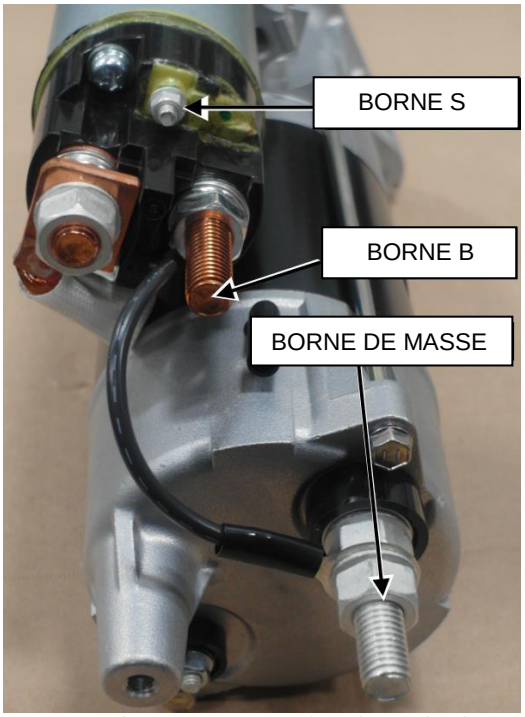
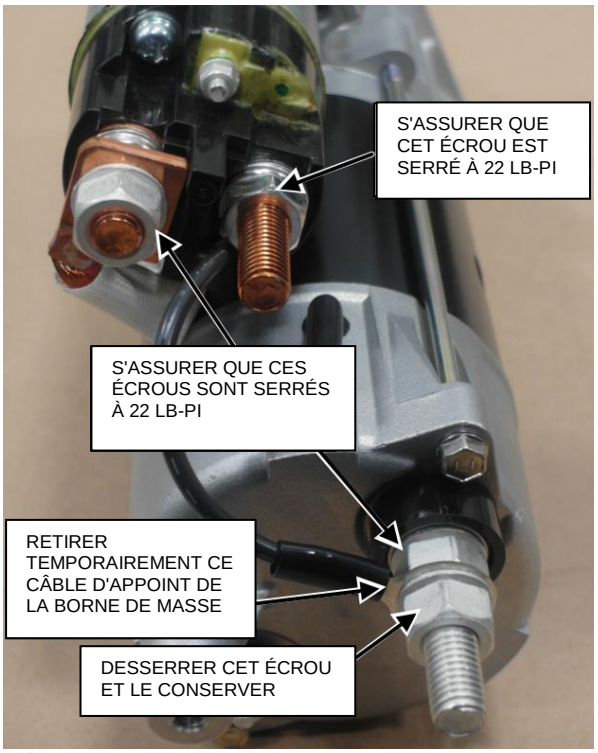

FIGURE 4 : IDENTIFICATION DES BORNES
FIGURE 5
1. Si l'ancien démarreur est remplacé par un neuf, préparer le nouveau démarreur en suivant les étapes suivantes (se référer à la FIGURE 5).
a) Retirer le deuxième écrou de la borne de masse (FIGURE 5) et le conserver.
b) Retirer le câble d'appoint branché à la borne de masse (FIGURE 5).
c) S'assurer que les trois écrous identifiés sur la FIGURE 5 sont serrés à un couple de **22 lb-pi**.
7. Brancher le circuit **101** à la borne **B** (FIGURE 4 et FIGURE 5). Aligner le câble du circuit **101** avec la base de montage d'attache en nylon sur le démarreur.
9. Si ce n'est pas déjà fait, retirer l'écrou et la rondelle fournis avec le tout nouvel alternateur sur la borne **S** (FIGURE 4).